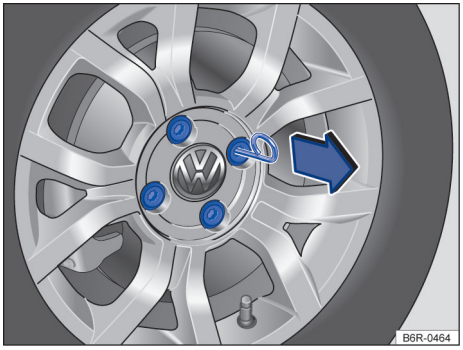

Fig. 140 Retirar as capas de cobertura dos parafusos da roda.
– Passar o gancho extrator pela abertura da capa de cobertura → Fig. 140 e retirar no sentido da seta.